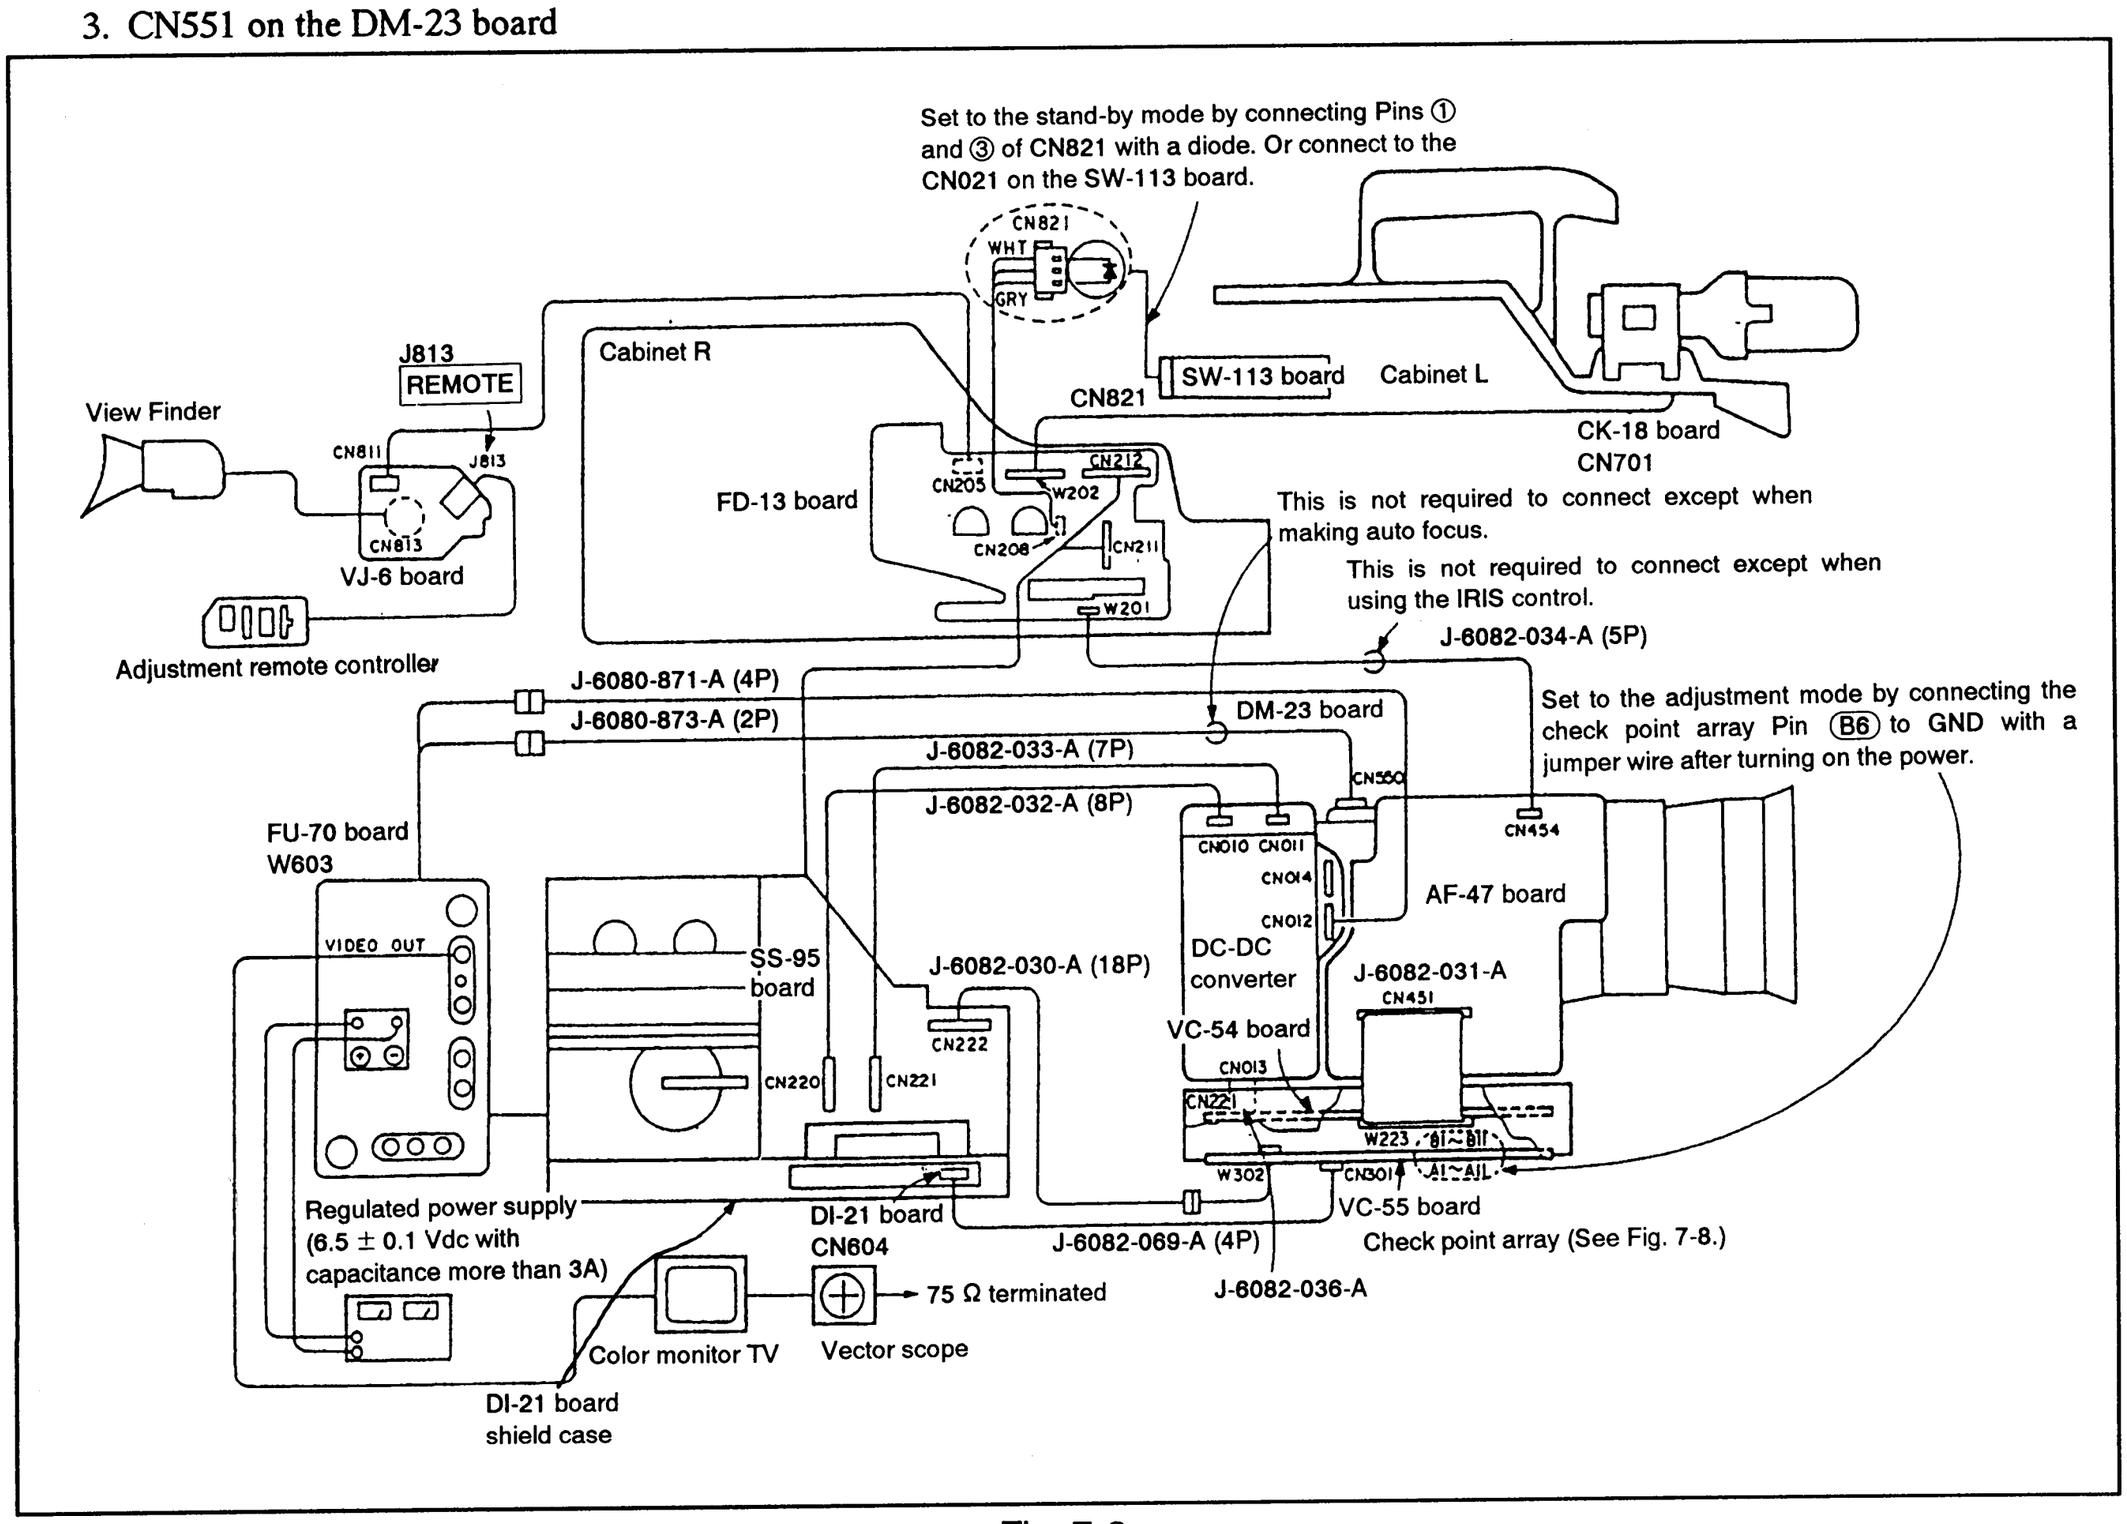

Fig. 7-3.
2) Connect the camera and video blocks using extension cables, and the various devices for adjustment as shown in Fig. 7-3.
Note: For camera stand-by states, connect Pins ① and ③ of CN821 with diode (1SS119 or the like). (Pin ① as a cathode, refer to Fig. 7-3.)